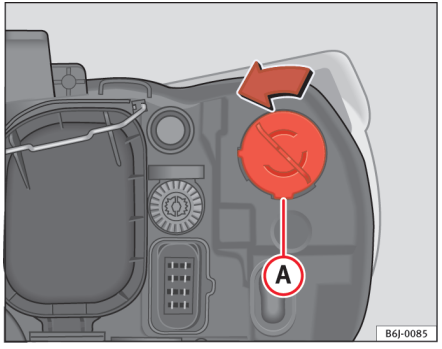

Fig. 144 Blinklys
– Drej fatningen ⇒ fig. 144 (A) mod venstre, og træk i den.